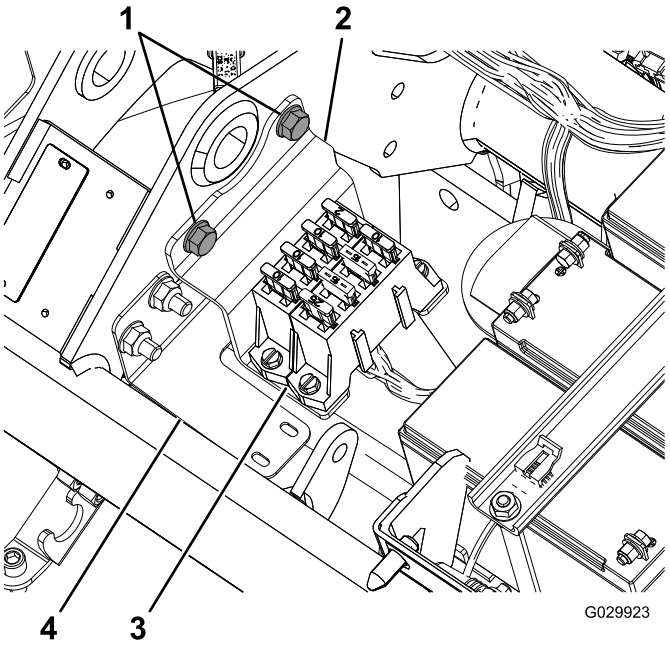

Figur 2
8. Ta bort monteringsfästet som håller fast säkringsblocket under sätet (Figur 2).
Obs: Följ kablagefästets profil, se Figur 2.